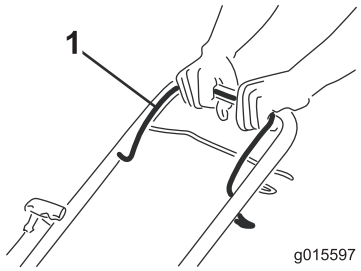

Bild 13
1. Halten Sie den Schaltbügel (Bild 13) gegen den Griff gedrückt.